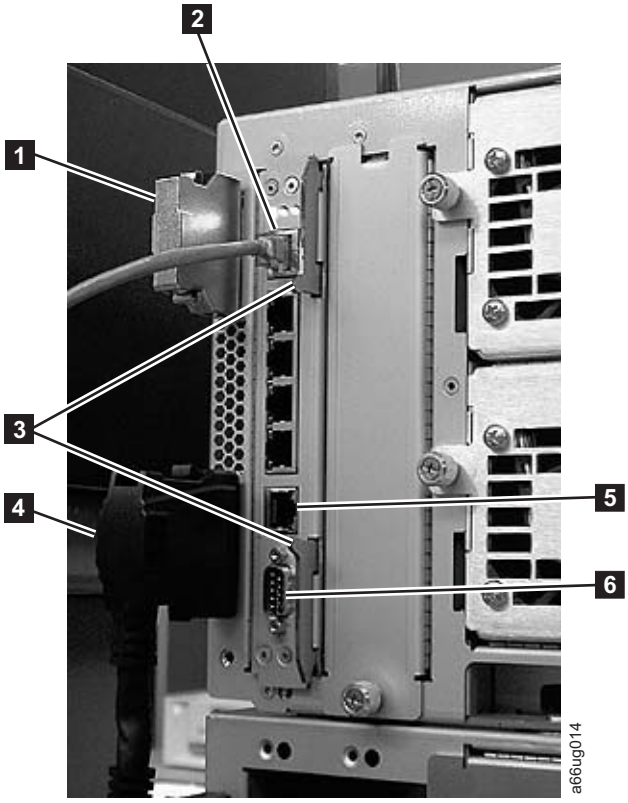

Figure 7-52. Library Control Blade (LCB)
2. Grasp the pair of latches near the top and bottom of the LCB (3 in Figure 7-52 on page 7-50) by pushing them in until they click into place.
3. Reconnect the Ethernet cable (2 in Figure 7-52) by pinching the tab and pushing the connector into the LCB.
Note: Six slots reside below the Ethernet cable. The four topmost slots are reserved for future use. The two bottommost slots are designated as Ethernet (5 in Figure 7-52) and serial (6 in Figure 7-52) ports, and are reserved for use by IBM Service Personnel.